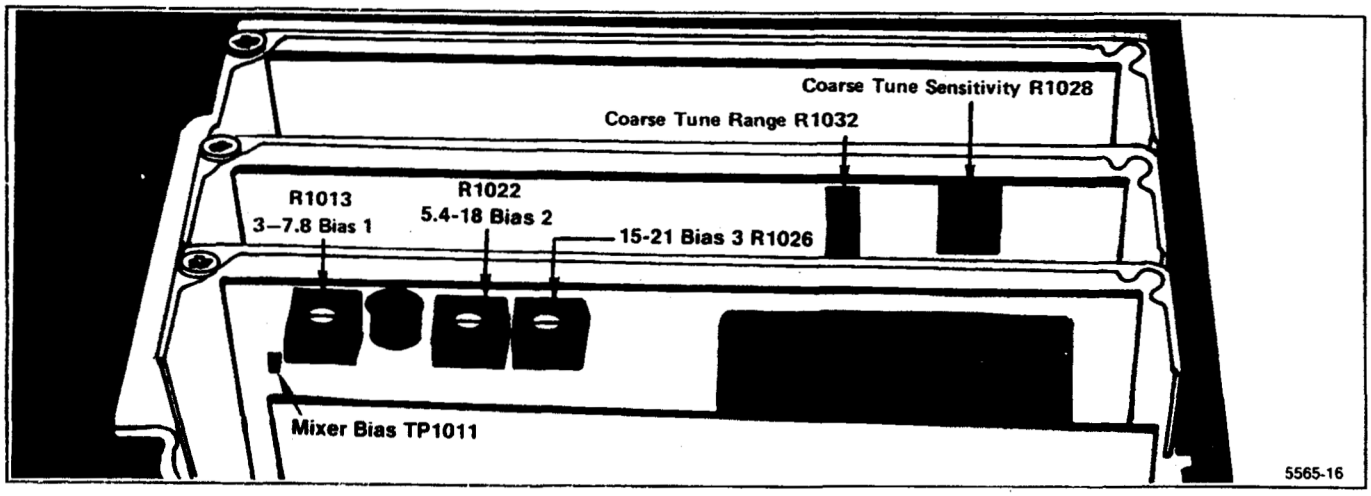

Figure 6-27. 1st LO Driver board adjustment and test point locations.
b. Monitor TP1011 on the 1st LO Driver board with a voltmeter (meter ground at crt shield). See Figure 6-27 for the location of TP1011.
d. Preset Bias 2 R1022 (Figure 6-27) for a meter reading of −0.25 V.
f. Preset Bias 3 R1026 (Figure 6-27) for a meter reading of −0.25 V.